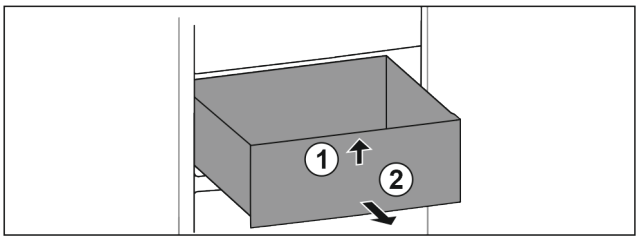

Fig. 91
▶ Soulever la partie avant du tiroir. *Fig. 91 (1)*.
▶ Retirer le tiroir par l'avant. *Fig. 91 (2)*